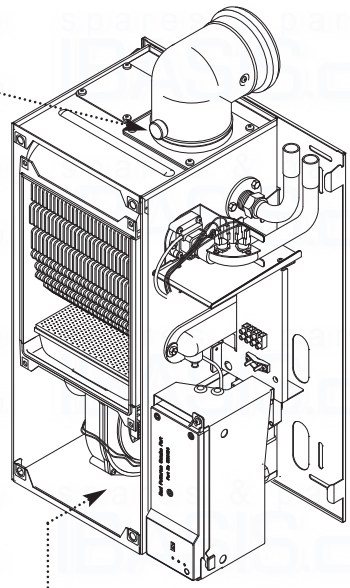

Fig. 41a
12. Check the CO/CO^2 ratio and CO^2 level at the flue sampling point (Fig.41a) is as quoted in Section 4.0, 'Technical Data'.